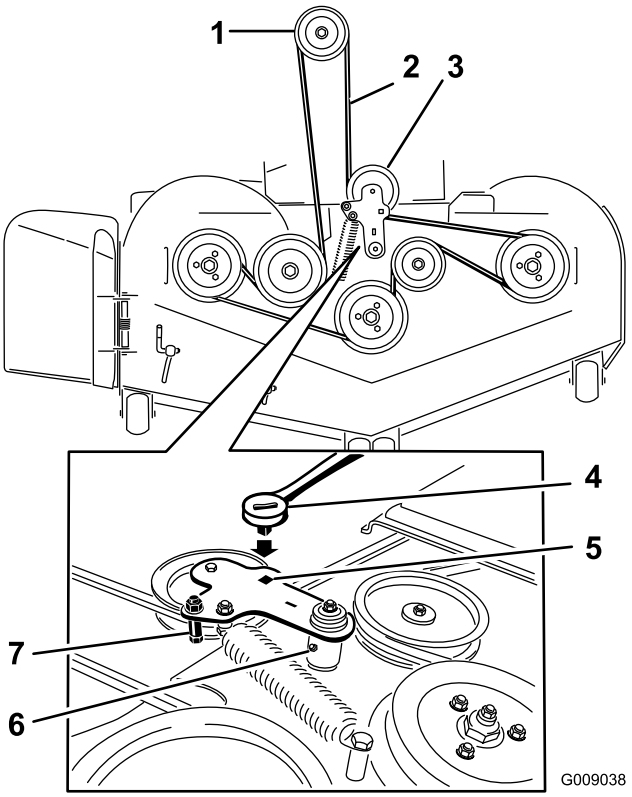

Figur 73
5. Använd en spärrhake i det fyrkantiga hålet i mellandrevsarmen för att flytta spänningen från mellanremskivfjädern (Figur 73).
7. Ta bort remstyrningen på den springfjäderbelastade mellandrevsarmen som visas i Figur 73.
9. Montera en ny rem runt klipparremsskivorna och kopplingsskivan under motorn (Figur 73).
10. Montera remstyrningen på mellandrevsarmen som visas i Figur 73.
11. Använd spärrhaken i det fyrkantiga hålet för att montera mellanremskivfjädern (Figur 73).